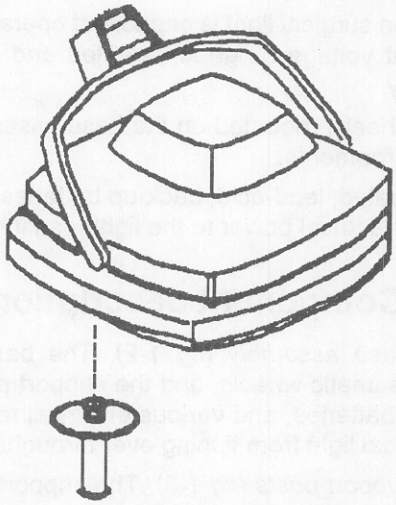

Figure 1-5. Lighthead.
d. Lighthead (fig 1-5). The lighthead contains the source of light and the optical system of the surgical light. A tungsten-halogen lamp provides 3,500 foot-candles of illumination at the center of the spot, 36 inches from the lower rim of the lighthead, when the lighthead is in a horizontal position. The color correction of the illumination is achieved by a blue-green colored heat filter surrounding the light source and by the dichroic-coated reflector. Heat is dissipated through the reflector and is also absorbed by the glass filter. A frosted lens diffuses the light beam. The lighthead includes an electrical power switch, an integral handle, and a handle which can be removed and sterilized.